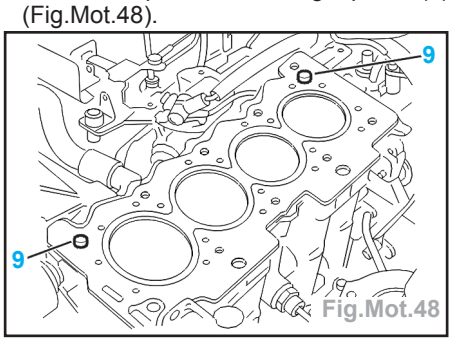

Fig.Mot.48
- Vérifier la présence des goupilles (9) (Fig.Mot.48).